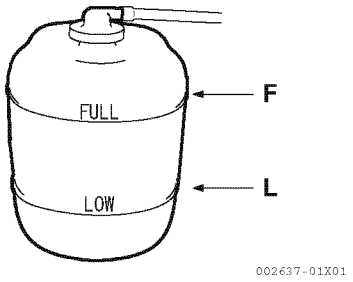

Figur 7
2. Etterfyll kjølevæske i kjølevæsketanken for at nivået skal holde seg innenfor øvre og nedre grense (**Figur 7**).